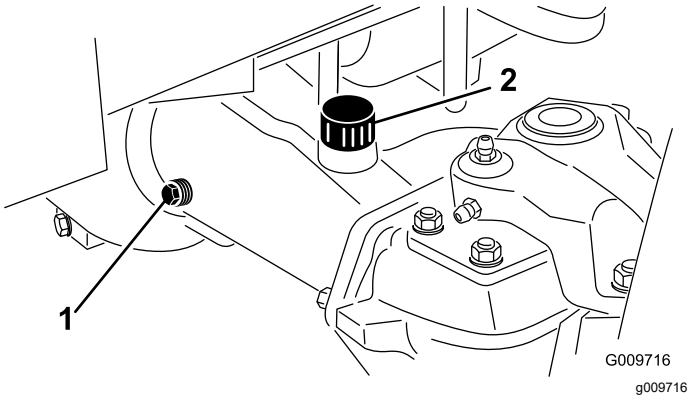

Figur 106
2. Ta ut en kontrollplugg på den ene enden av akselen (Figur 106), og kontroller at oljen når opp til bunnen av hullet. Hvis nivået er lavt, fjerner du fyllepluggen (Figur 106) og fyller olje til den når opp til bunnen av kontrollplugghullene.